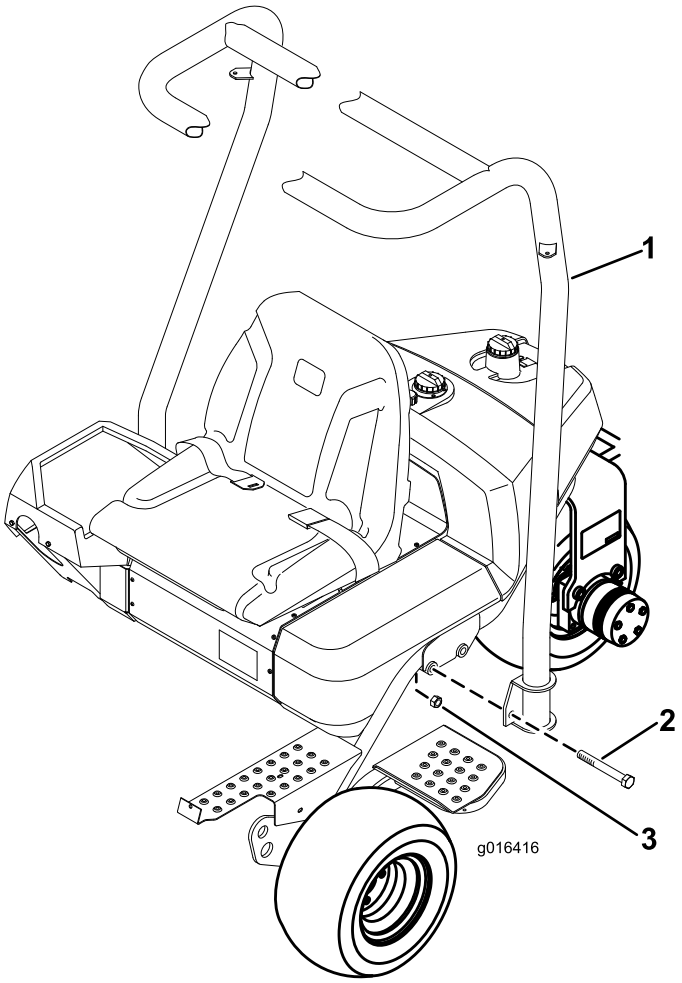

Figur 7
1. Still veltebeskyttelsen slik at toppen av røret bøyer mot maskinens front (Figur 7).
2. Senk veltebeskyttelsen ned på rammen, og innrett den etter monteringshullene (Figur 7).
3. Fest hver side av veltebeskyttelsen til rammen med (2) bolter (5/8 x 4-1/2 tommer) og låsemutre som vist i Figur 7. Stram til med et moment på 183–223 Nm.